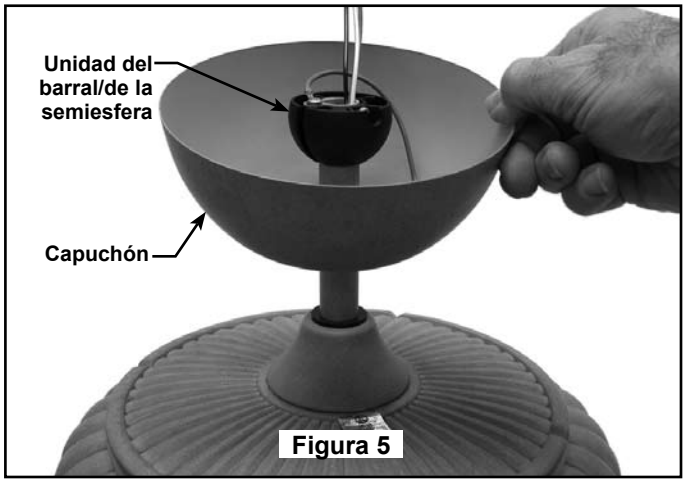

Figura 5
7. Pase los cables a través de la abertura del capuchón. Coloque el capuchón sobre el ventilador con el lado abierto apuntando hacia arriba. (Figura 5)
8. Vuelva a colocar la semiesfera (Figura 5) en el barral como se indica a continuación. Pase los tres cables de 2 m (80˝) a través de la semiesfera. Pase el pasador a través de los dos orificios en el barral y alinee la semiesfera de modo que el pasador quede atrapado en la ranura de la parte superior de la misma. Empuje la semiesfera hacia arriba, bien ajustada contra el pasador. **Ajuste firmemente el tornillo de fijación de la semiesfera. Si el tornillo está flojo, podría provocar oscilación del ventilador.**